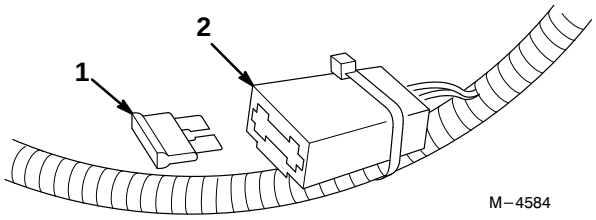

Figura 31
2. Installate il nuovo fusibile come illustrato in Figura 31.